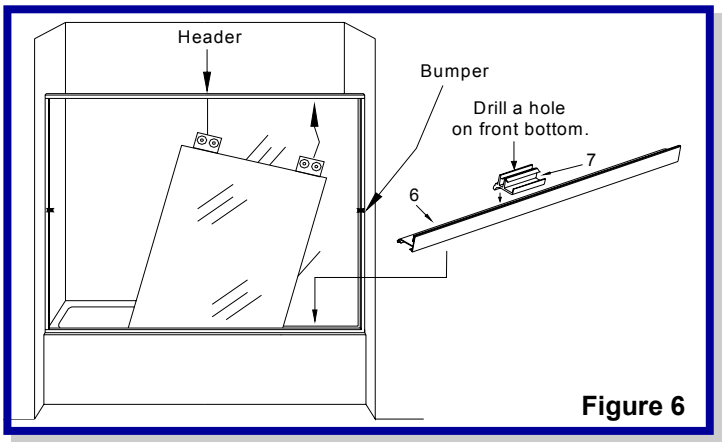

Figure 6
- Measure and locate the center of the sill. ***(See Figure 6)***
(See Figures 6 & 8)